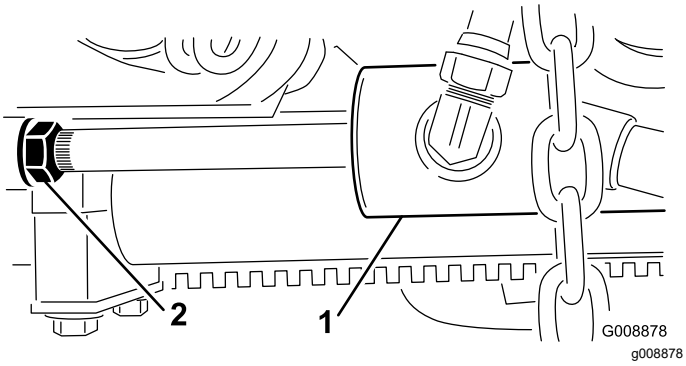

Rysunek 29
2. Poluzuj nakrętkę kontrującą na tłoczysku siłownika podnoszenia (Rysunek 29).